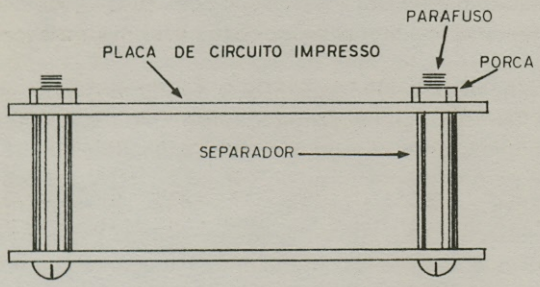

Figura 9
k) As placas de circuito impresso ou placa de circuito impresso é montada na caixa por meio de separadores que são tubos pequenos plásticos ou metálicos que a mantém separada do fundo de uma distância de 1 ou 1,5 cm, conforme mostra a figura 9.